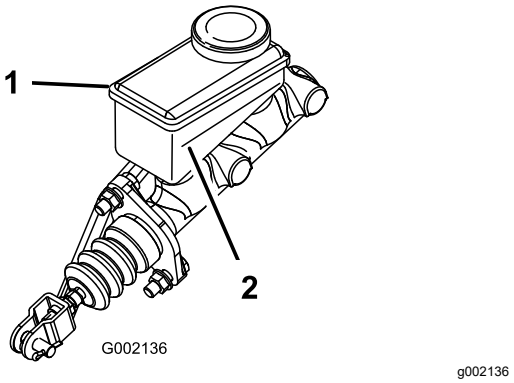

Figuur 51
3. Kijk naar de omtreklijn van het vloeistofpeil aan de zijkant van het reservoir (Figuur 51).
B. Giet DOT 3 remvloeistof in het reservoir tot het vloeistofpeil boven de Minimum-lijn staat (Figuur 51).